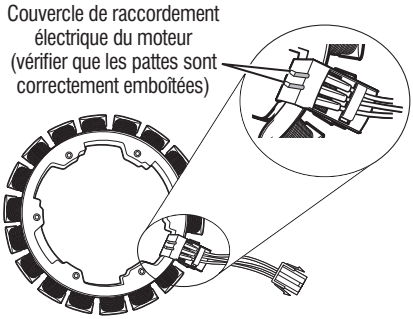

Figure 5 - Dépose de la bobine du changeur de vitesse et contrôle du raccordement électrique du moteur
13. Contrôler visuellement que le couvercle de raccordement électrique du moteur est bien emboîté (voir Figure 5, page 42).